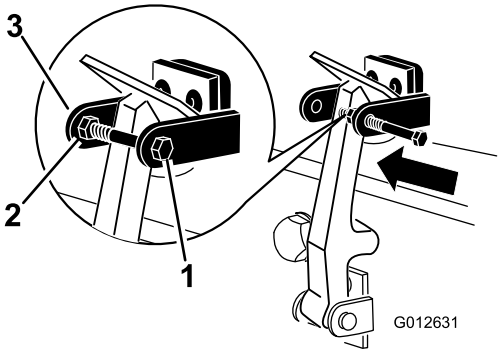

**Figur 10**
7. Skru bolten ind i den anden arm på hjelmlåsebeslaget for at låse låsen på plads (Figur 10).